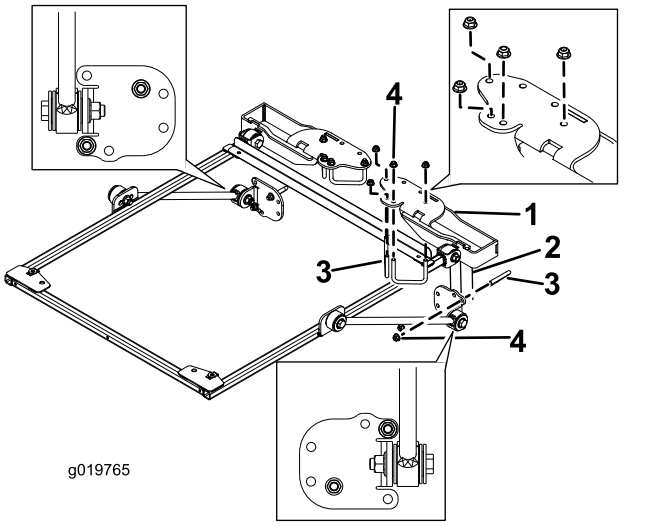

Figur 15
9. Sätt monteringsfästena till vältskyddet på traktorenhetens störtbåge (Figur 15).
10. Använd monteringshålen som visas i Figur 15 och montera fästena ovanpå störtbågen med två U-bultar (2 3/4 tum) och fyra flänsmuttrar.
11. Använd monteringshålen som visas i Figur 15 och fäst stagen till fästena löst på störtbågsstolparna med en U-bult (2 3/4 tum) och två flänsmuttrar.